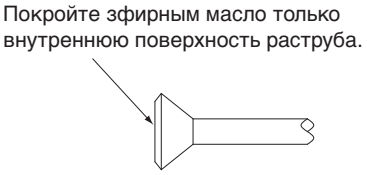

Рис. 14
- При обустройстве развальцованного соединения следует покрыть эфирным масло только внутреннюю поверхность раструба. **(См. Рис. 14)**